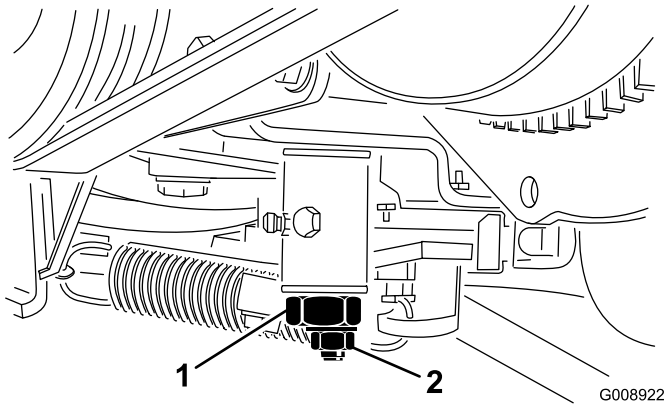

**Figur 51**
2. Lossa gasreglagekabelns kontaktdon på spaken vid insprutningspumpen (Figur 51).